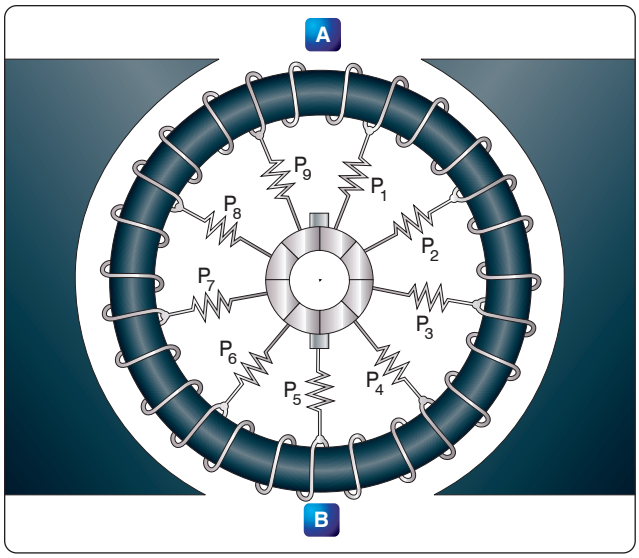

Figure 12-316. *Preventive coils in AC series motor.*
5. Sparking at the commutator is reduced by the use of preventive leads P_1, P_2, P_3, and so forth, as shown in *Figure 12-316*, where a ring armature is shown for simplicity. When coils at A and B are shorted by the brushes, the induced current is limited by the relatively high resistance of the leads. Sparking at the brushes is also reduced by using armature coils having only a single turn and multipolar fields. High torque is obtained by having a large number of armature conductors and a large diameter armature. Thus, the commutator has a large number of very thin commutator bars and the armature voltage is limited to about 250 volts.